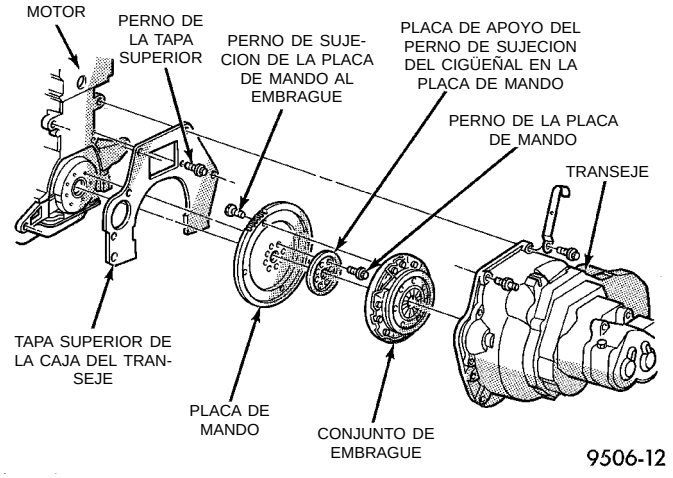

Fig. 9 Componentes del embrague
(1) Desconecte el cableado del motor de arranque. Retire el conjunto de dicho motor.
(2) Retire el soporte trasero del transeje.
(3) Retire el soporte delantero del transeje.
(4) Retire los pernos de retención del embrague modular.
(5) Retire el transeje. Consulte el Grupo 21, Transeje manual, en el que se describen los procedimientos correspondientes.
(6) El transeje y el embrague modular se retiran como conjunto.
(7) Retire el conjunto de embrague modular del eje impulsor del transeje (Fig. 9). Manéjelo cuidadosamente para no ensuciar las superficies de fricción.